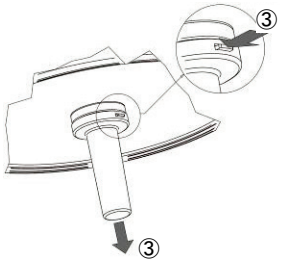

図5 取り外し方法
1） 滅菌ハンドルを灯体から取り外すには､ロック解除ボタンを押し続けながら、取り付け部から垂直に引き抜きます（図5 ③）。